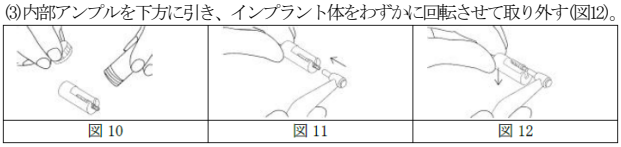

図 10　図 11　図 12
②アダプターシステムの場合
(1)外部アンプルから内部アンプルを取り出す(図10)。取り出した後は15分以内に埋入((4)の手順まで)を行う。